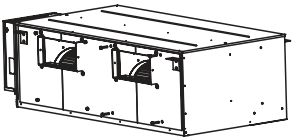

Рис. 3
4) Открутите 4 винта M8 на передней панели кондиционера (рис. 3).